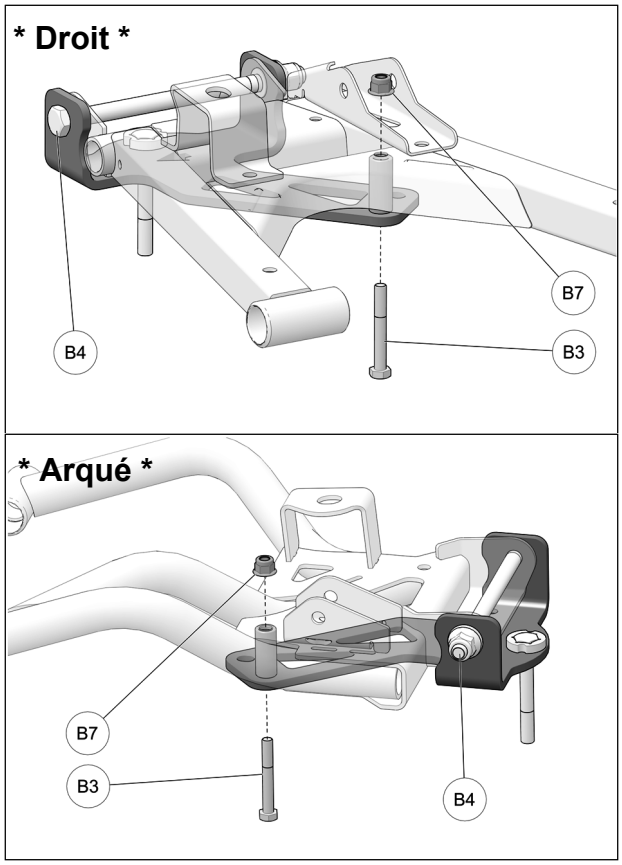

Fig. 9
9. Fixer l'arrière de l'ancrage au bras de suspension avec le boulon M8x60 mm (**B3**), inséré par le dessous, et l'écrou (**B7**). Serrer le boulon M12 (**B4**) à 85 N•m [63 lb•pi] et le boulon M8 à 25 N•m [18 lb•pi]. See Fig. 9